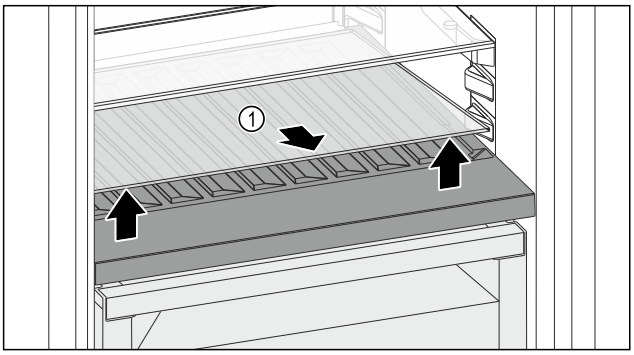

Fig. 202
▶ Lift the glass shelf *Fig. 202 (1)* at the front and remove.
▶ Store the glass shelf *Fig. 202 (1)* in a safe place outside the appliance.